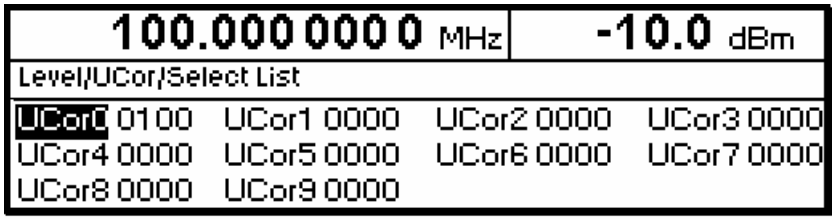

Fig. 3-4 Select List window
- Mark the desired list using the rotary knob (see Fig. 3-4).